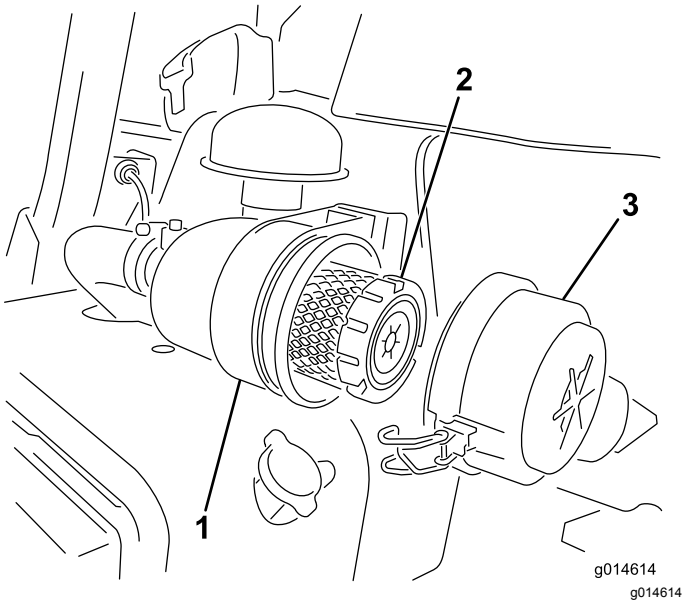

Rysunek 25
1. Zwolnij zaczepy mocujące pokrywę filtra powietrza do obudowy filtra powietrza (Rysunek 25).
7. Zamocuj za pomocą zaczepów (Rysunek 25).